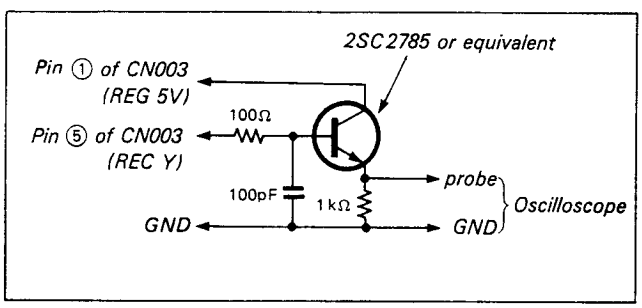

*Fig. 8-28.*
**Note 2:** Use the low-pass filter shown in Fig. 8-28.
**Note 1 :** Use the low-pass filter shown in Fig. 8-28.
**Note 2 :** Be sure to use the MP type tape. (Be sure Pin ④ of W001 TAPE 2/$\overline{\text{TAPE 1}}$ is at "L".)
**Note:** 1. Use the low-pass filter shown in Fig. 8-28.